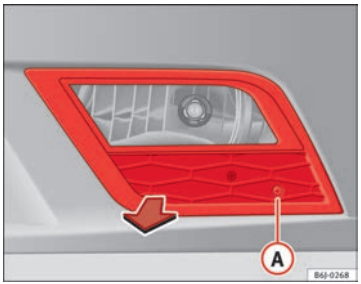

Fig. 161 Faro antiniebla
– Retire el tornillo ⇒ fig. 161 (A) de la reja del faro antiniebla precisando para ello un destornillador.